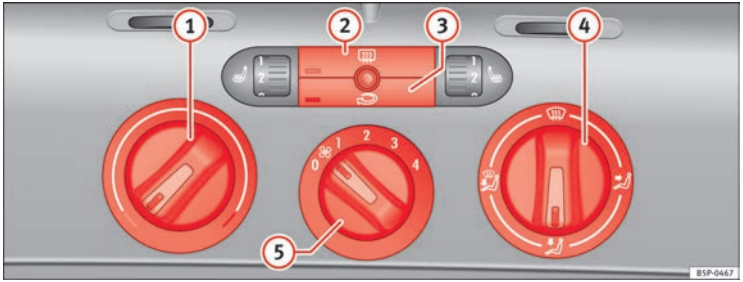

Fig. 125 Sulla plancia portastrumenti: i comandi del riscaldamento
– I comandi ⇒ fig. 125 (1) e (4) e la manopola (5) servono a regolare la temperatura, ad indirizzare il flusso d'aria e a selezionare il livello di potenza del ventilatore.
– Per attivare o disattivare una funzione bisogna premere il tasto corrispondente (2) o (3). Quando la funzione è attiva, la spia situata nell'angolo in basso a sinistra del tasto si illumina.